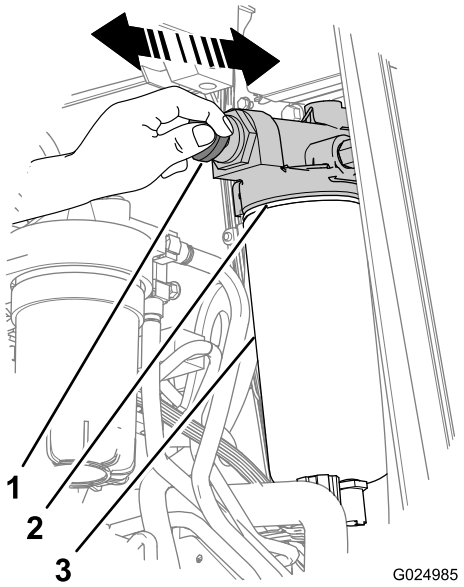

Figura 75
3. Limpe o cabeçote da bomba de combustível e a bomba de escorva usando um spray de limpeza de secagem rápida e ar comprimido (Figura 75).
4. Desbloqueie a manopla da bomba de escorva girando-a **no sentido anti-horário** (Figura 75).
5. Bombeie manualmente (Figura 75) até que sinta a resistência e a manopla não possa mais ser bombeada (aproximadamente 140 a 150 cursos para filtros secos ou 20 a 60 cursos para filtros enchidos previamente).
6. Trave a manopla da bomba manual de escorva girando-a no sentido horário até que esteja totalmente assentada (Figura 75).